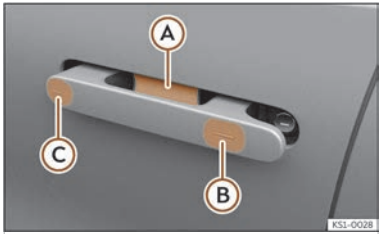

Fig. 70 Door handle: sensor surfaces.
- Press the outer surface of a front handle ››› Fig. 70 Ⓒ to produce a slight movement. All indicators flash *twice* and the handle deploys automatically.
- Touch the sensor surface Ⓑ ››› Fig. 70 on the outside of the door handle. All indicators flash once and all handles retract.
- Within 5 seconds, touch the sensor on the outside of the door handle once >>> Fig. 70 (B). Do not grip the handle while doing so. This temporarily deactivates the Keyless Access system.